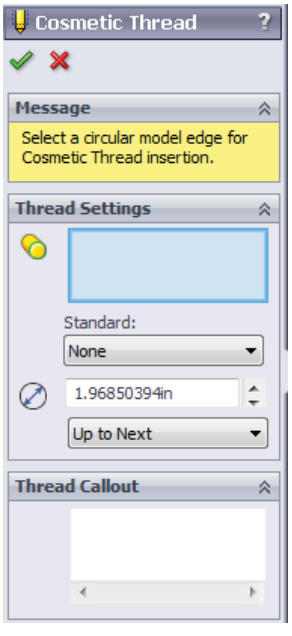

Figure 2-21 *The* ***Cosmetic Thread PropertyManager***
1. Choose **Insert > Annotations > Cosmetic Thread** from the SolidWorks menus; the **Cosmetic Thread PropertyManager** is displayed, as shown in Figure 2-21. Also, you are prompted to select the edges for starting the creation of threads and then set their parameters.